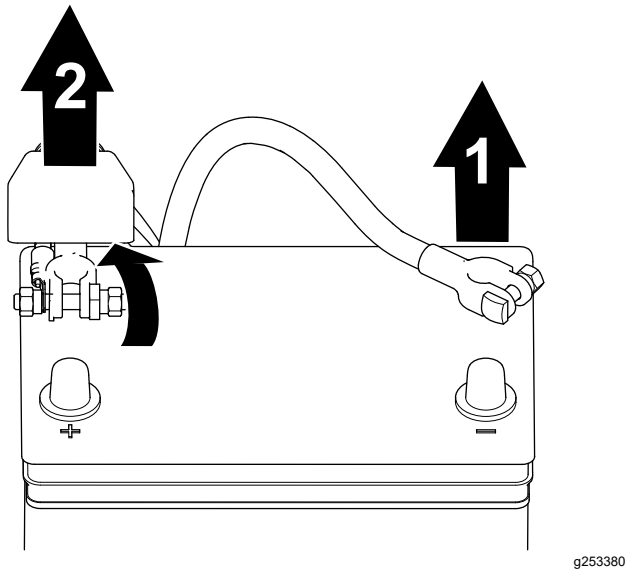

Figuur 34
1. Koppel de minkabel los van de accupool (Figuur 34).
2. Hef de isolatorkap op en koppel de pluskabel los van de accupool (Figuur 34).